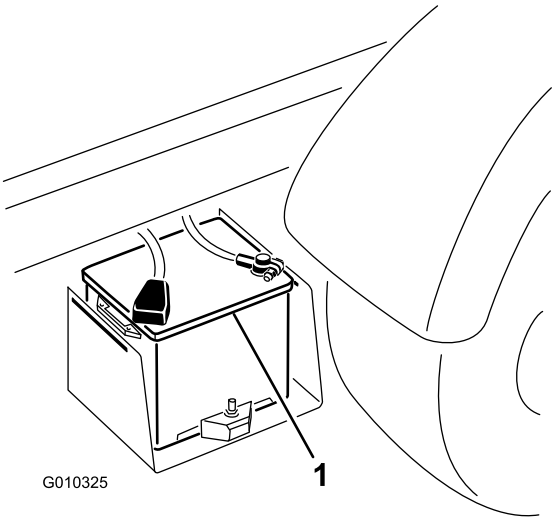

**Figur 49**
2. Forbind et startkabel mellem pluspolerne på de to batterier (Figur 49). Pluspolen kan identificeres med et +-tegn oven på batteridækslet.